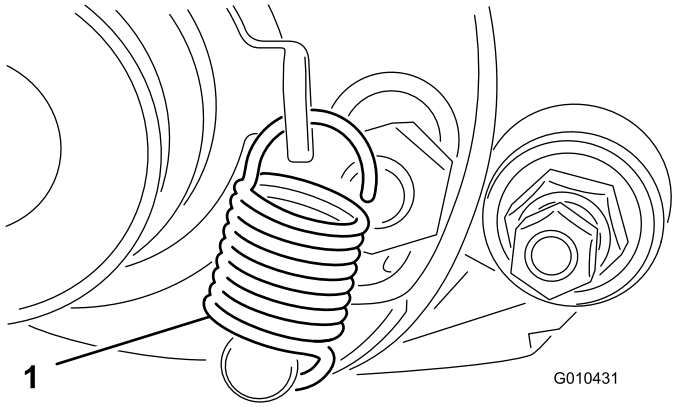

**Figura 17**
1. Gire la polea tensora hasta que pueda conectar el muelle de extensión en el orificio del soporte de la polea y sobre el espárrago, según se muestra en Figura 17.